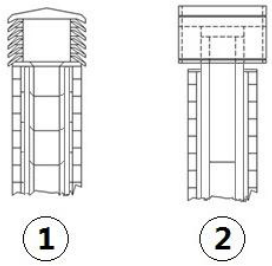

Fig. 4 - Schornstein mit Windschutz
- Es wird ein Schornstein mit Windschutz empfohlen, siehe **Fig. 4 auf S. 9**.